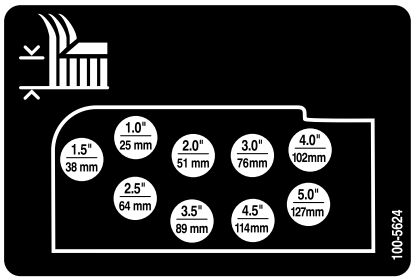

Figur 20
9. Montera klipphöjdskedjorna i önskat klipphöjdshål med hjälp av sprintbulten och hårnålssprinten (Figur 20).